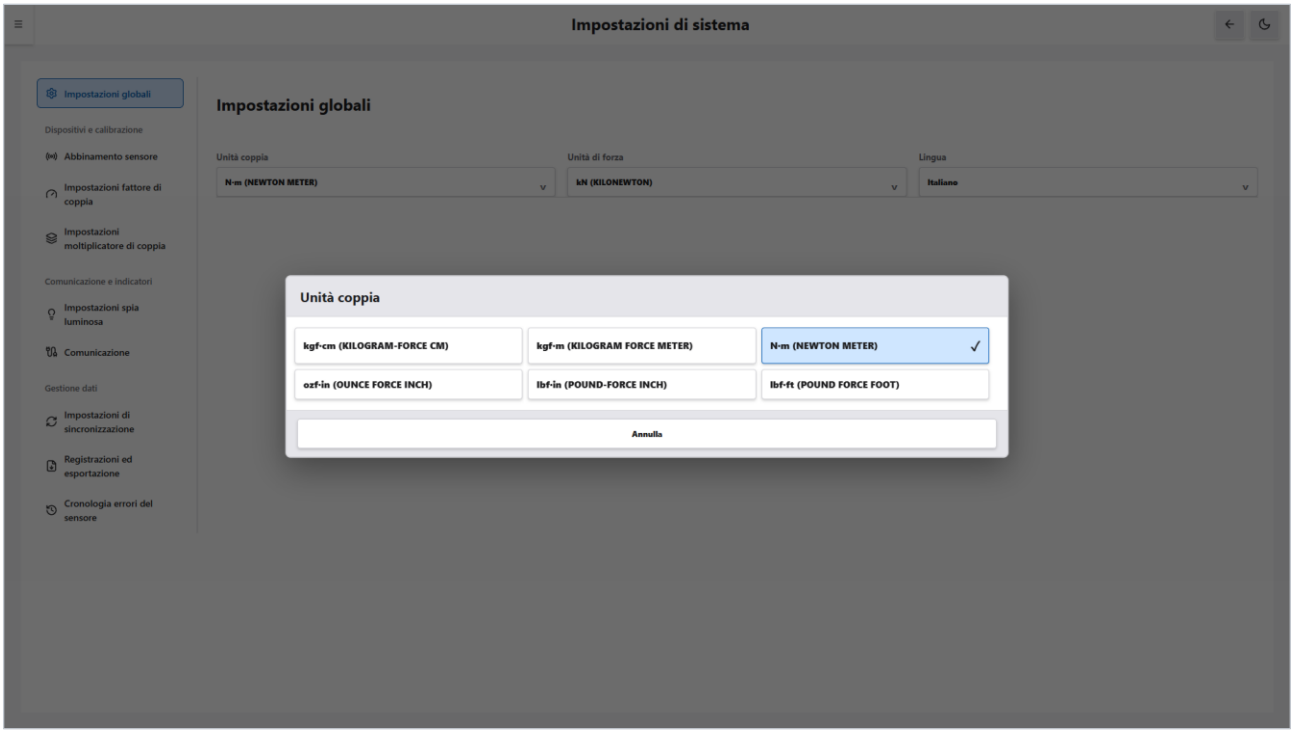

Figura 12-2 Finestra di selezione dell'unità di coppia
2. Fare clic sul campo di selezione «Unità coppia». Compare la finestra della Figura 12-2, con l'unità corrente spuntata.